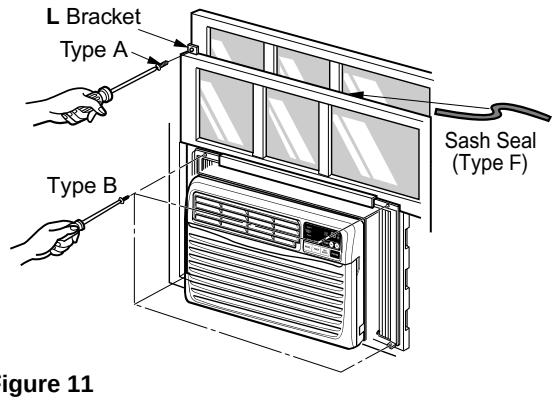

Figure 11
Extend the guide panels (TYPE F) to fill the window opening using 4 screws (TYPE B) to secure them, as shown in Figure. 11.
a. Cut the sash seal (TYPE E) to the window width. Stuff the sash seal between the glass and the window to prevent air and insects from getting into the room, as shown in Figure. 11.
b. Fasten the **L** bracket using a (TYPE A) screw, as shown in Figure. 11.